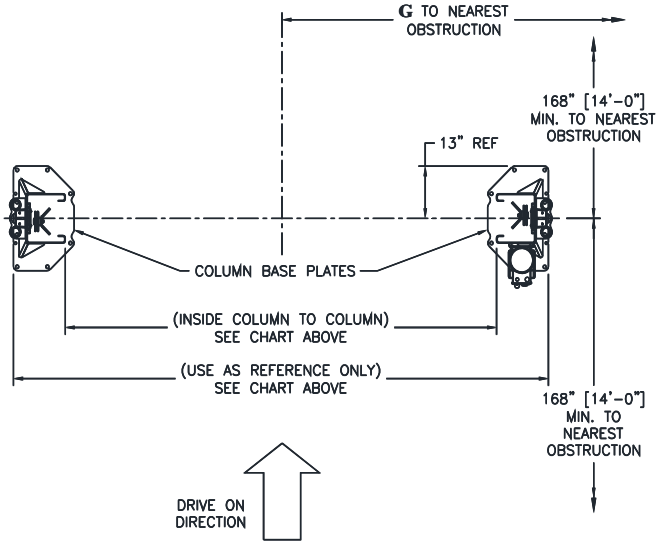

Fig. 1b - Service Bay Layout
3) Lay out the service bay according to the architect's plans or owner's instructions ***(see* Fig 1b**–***Service Bay Layout***). **Failure to install in this orientation can result in personal and property damage.**